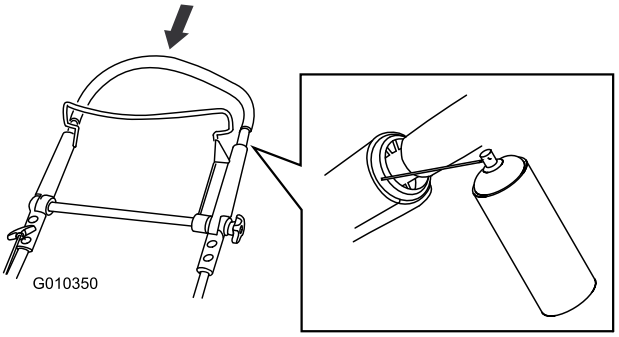

Figur 44
2. Tryck ner det övre handtaget helt och spreja plastinsidan på det yttre handtaget (Figur 44).